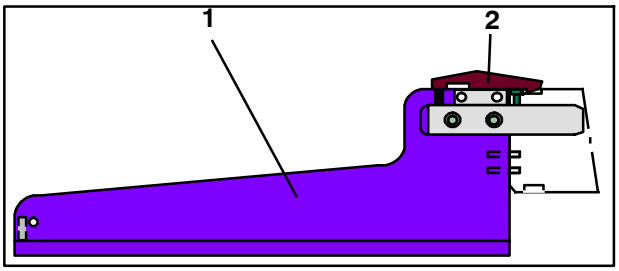
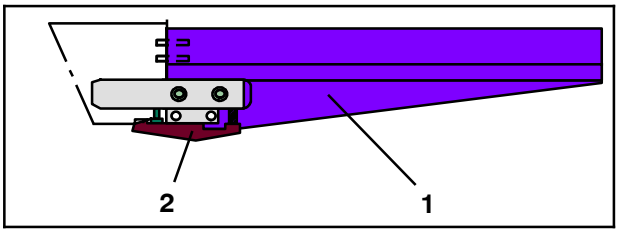

Fig. 71 Dispositif côté enrouleur
Fig. 72 Dispositif côté dérouleur
22. Sur les dispositifs (Fig. 71/1 et Fig. 72/1), actionner les cliquets (Fig. 71/2 et Fig. 72/2) et extraire les dispositifs